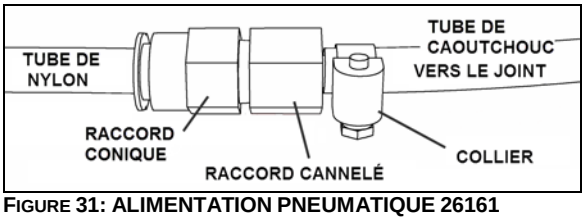

FIGURE 31: ALIMENTATION PNEUMATIQUE 26161
2. Débrancher le tube de nylon du raccord de compression (Figure 31).
5. Rebrancher l'alimentation pneumatique. (Figure 31)